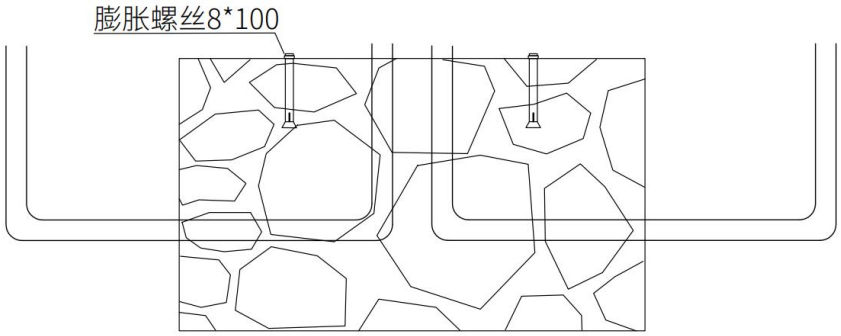

图 15
2、安装设备支架，将支架放到预浇水泥基上摆正，且标记好固定螺丝孔，在用 8 厘钻打好孔，装上膨胀螺丝，如图 15。